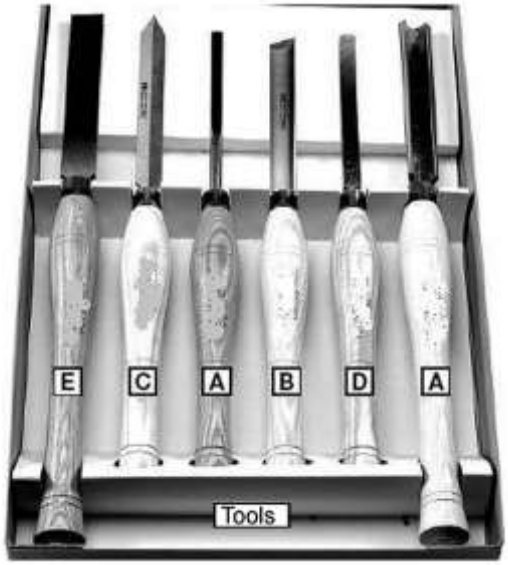

Fig 7
Standard wood turning tools come in several different configurations (Fig. 7). The majority of turnings will require the gouge tool (A) Fig. 7. This round nosed hollow chisel is used for roughing cuts, cove cuts and other operations. The skew chisel (B) is a double-ground flat chisel, with an angled end. This tool is used for smoothing cylinders, for cutting shoulders, beads, vee grooves, etc. The parting tool (C) is a double-ground chisel, used for cutting-off, or for making straight incisions or sizing cuts to any required diameter. The round nose scraper (D) is used for mostly hollowing work, while the square-end scraper is mainly used for the outside of bowls.